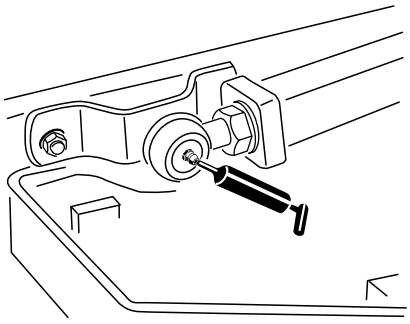

Figur 42
- 2 løftearmens kugleled (Figur 42)